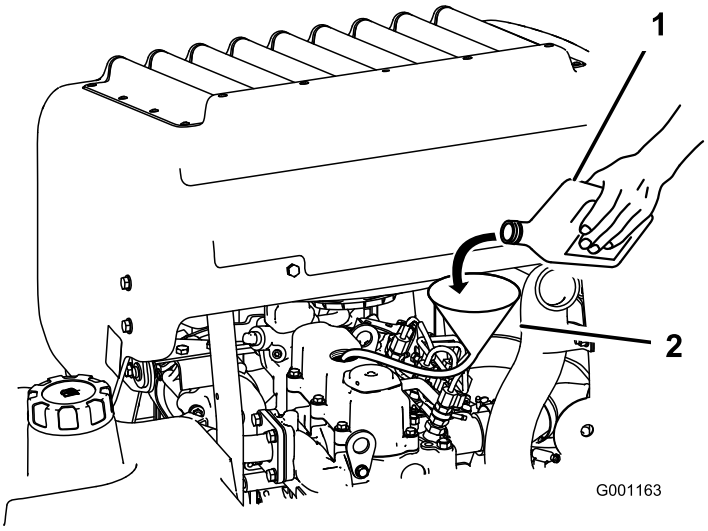

Figur 42
3. Använd en slang och en tratt för att fylla på olja i motorn (Figur 42).